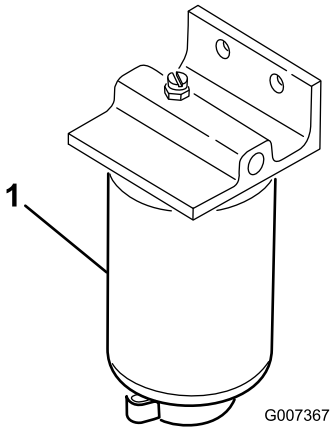

**Figur 54**
Töm ut vatten eller andra föroreningar från vattenseparatorn (Figur 54) dagligen. Byt ut filterskålen var 400:e körtimme.
2. Lossa avtappningspluggen i botten på filterskålen (Figur 54).